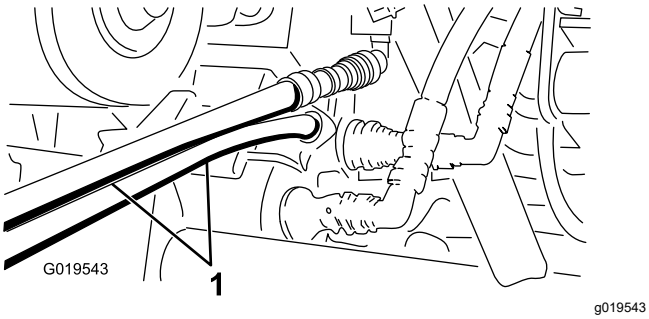

Figur 75
5. Koppla ihop de två slangarna med kopplingen som fortfarande sitter i kopplingsfästet på den andra maskinen (koppla den övre slangen till den övre kopplingen och den undre slangen till den undre kopplingen (Figur 75).